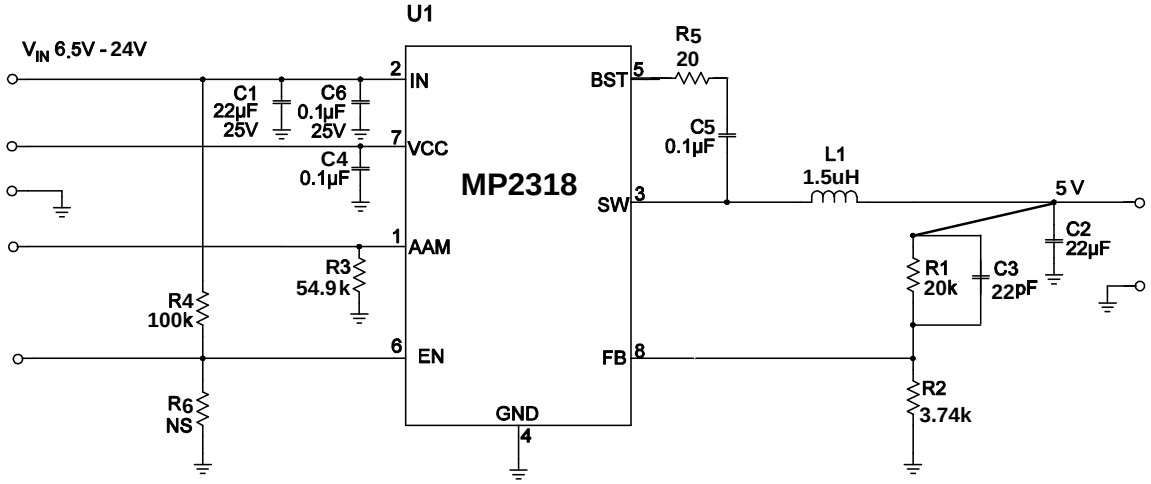

Figure 10: Vin=19V, Vo=5V, Io=2A
6) The recommended layout is based on the Figure 10 Typical Application circuit on the page 16.
The detailed application schematics are shown in Figures 10 through 15. The typical performance and circuit waveforms have been shown in the Typical Performance Characteristics section. For more device applications, please refer to the related Evaluation Board Datasheets.